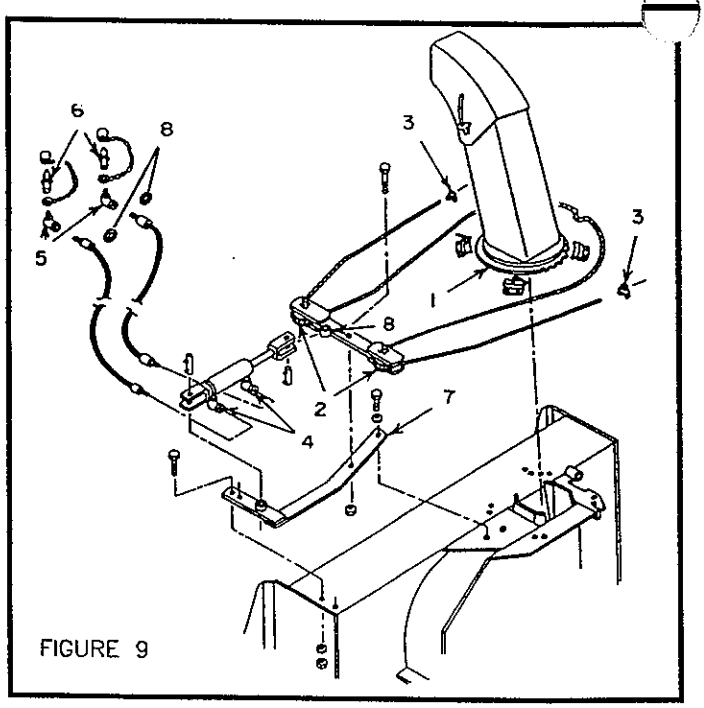

FIGURE 9
i) With the chute opening facing forward and rotation arm parallel to blower sides , route the cable ends around the chute base (fig.9,item 1) away from each other , around the rotation pulleys (fig.9,item 2) from the inside to the outside. Secure cable ends to the front and rear side of the chute using the two cable clamps (fig.9,item 3). There should be at least 1" of cable protruding each clamp. Torque to 9-11 lbs/ft.
j) Install a 90 degree elbow 3/8" male x 1/4" pivoting female (fig.9,item 4) in each cylinder port using thread sealant. With cylinder ports facing you and base end to your left, set both elbows at approximately 2 o'clock.
k) Using thread sealant, install a 90 degrees elbow 3/8" male x 3/8" pivoting female (fig.9, item 5) at one end of each hose. Install a male quick coupler (fig.9, item 6, not included) with dust cap over each elbow (dust cap ring must be on threaded portion before installation).
m) Install cylinder base end on rotation support (fig.9,item 7)(cylinder ports on underside), and rod end on rotation arm (fig.9, item 8) using provided pins and cotter pins.